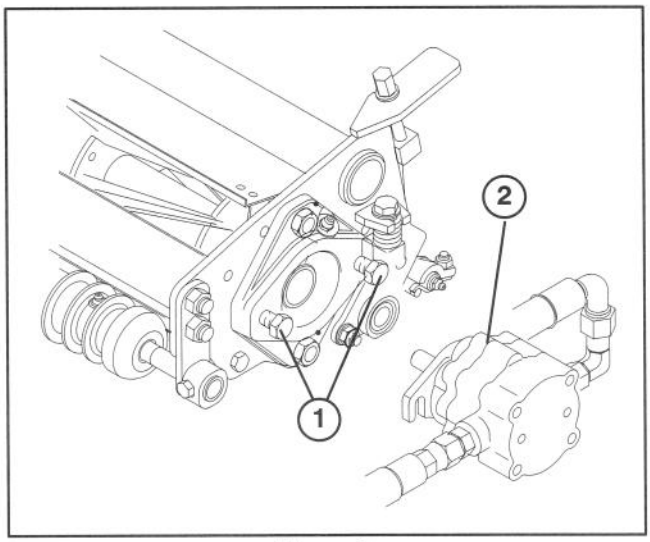

Figure 7
4. Assemble the mounting capscrews for the reel drive motor to each cutting unit. Leave approximately 1/2 in. of threads exposed on each mounting capscrew (Fig. 7).
5. Remove the protective covers from the cutting units and the reel drive motor shafts. Coat the spline shaft of the motor with clean grease and install the motor by rotating the motor clockwise so the motor flanges clear the studs. Rotate the motor counter–clockwise until the flanges are encircling the studs and tighten the mounting capscrews (Fig. 7).